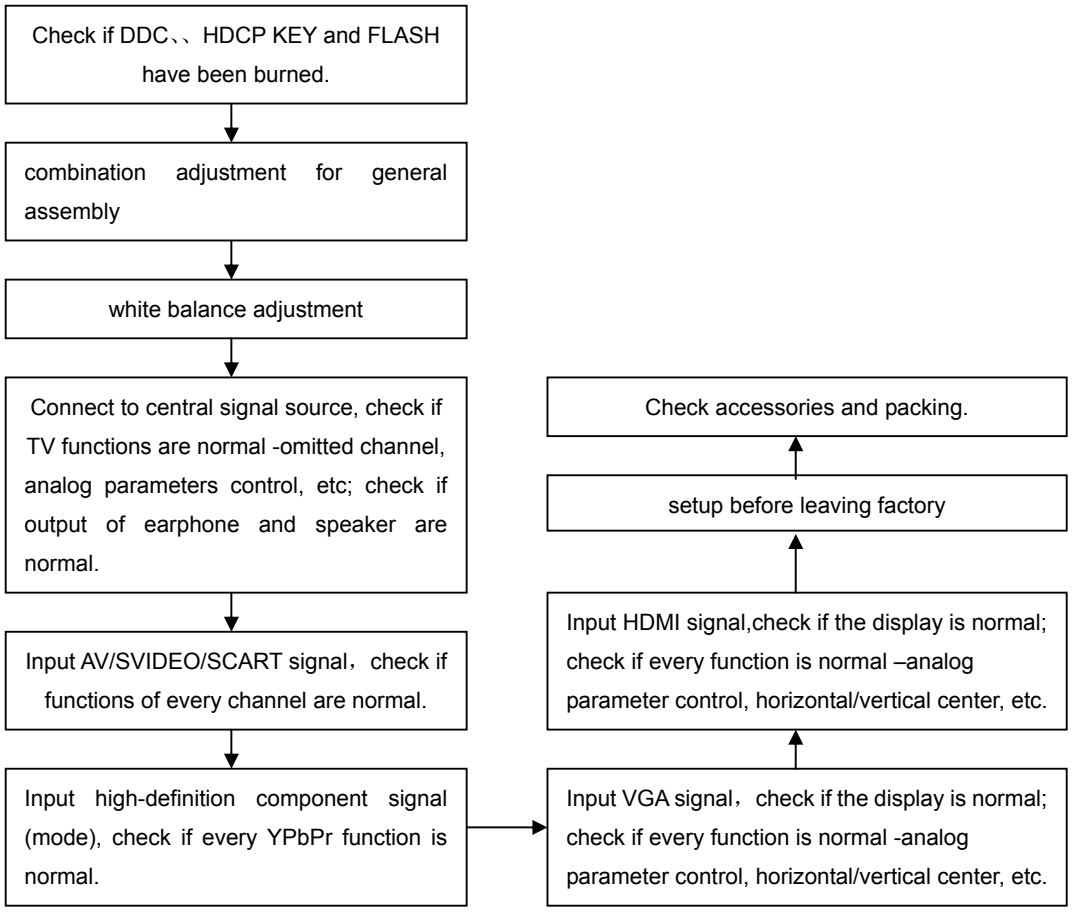

Fig.1 Adjustment flow chart
1.2 Adjustment flow chart as **Fig.1**